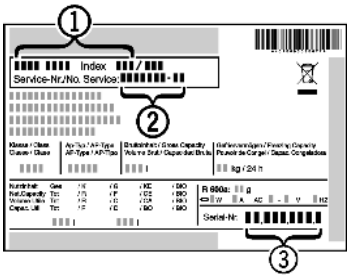

Fig. 70
▶ Read off the appliance name *Fig. 70 (1)*, service no. *Fig. 70 (2)* and serial no. *Fig. 70 (3)* from the model plate. The model plate can be found on the inside of the appliance on the left.